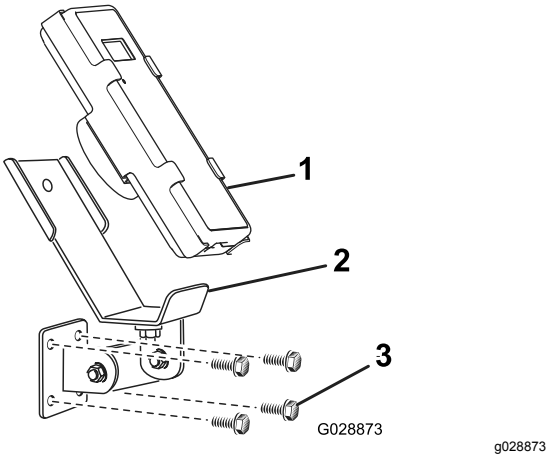
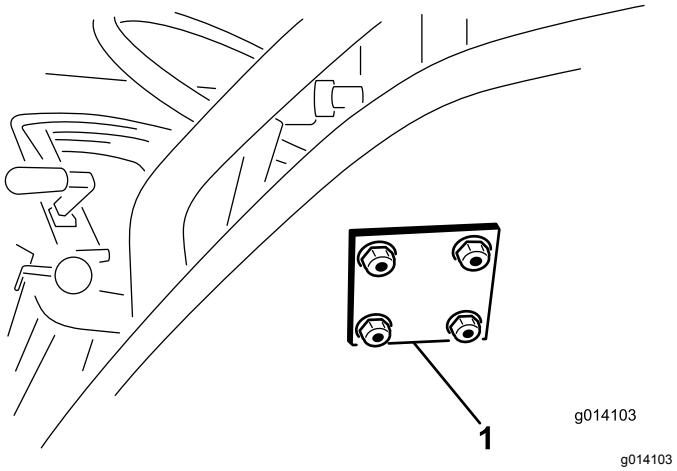

Figur 10
Figur 11
3. Sätt fast monteringsfästet och fästplattan med 4 huvudbultar med fläns (5/16 x 1½ tum) och låsmuttrar med fläns (Figur 10 och Figur 11).